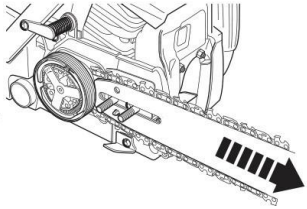

Rys. 8
9. Podczas napinania łańcucha pilarki (14) (rys. 8) pociągnij ostrożnie prowadnicę (13) w prawo.